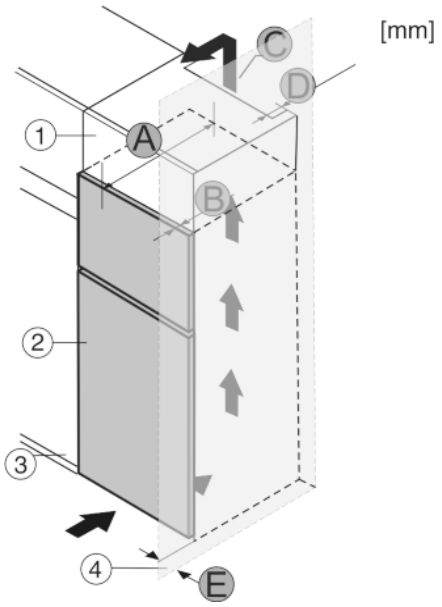

Fig. 18
Устройство может быть окружено кухонными шкафами. Чтобы уравнять устройство *Fig. 18 (2)* по высоте с кухонной стенкой, можно установить над устройством дополнительный шкафчик *Fig. 18 (1)*.
Установить устройство можно непосредственно рядом с кухонным шкафом *Fig. 18 (3)*. Чтобы можно было полностью открыть двери, устройство должно выступать на глубину *Fig. 18 (B)* относительно передней стенки кухонного шкафа. В зависимости от глубины кухонных шкафов и использования пристенных распорок устройство может выступать и больше.
- На задней стенке дополнительного шкафчика должен быть вентиляционный канал с глубиной *Fig. 18 (D)* по всей ширине этого шкафа.
- Нужно соблюдать вентиляционное отверстие *Fig. 18 (C)* под нижней панелью.
Если устройство установлено на шарнирах у стены *Fig. 18 (4)*, то нужно соблюдать расстояние *Fig. 18 (E)* между устройством и стеной.